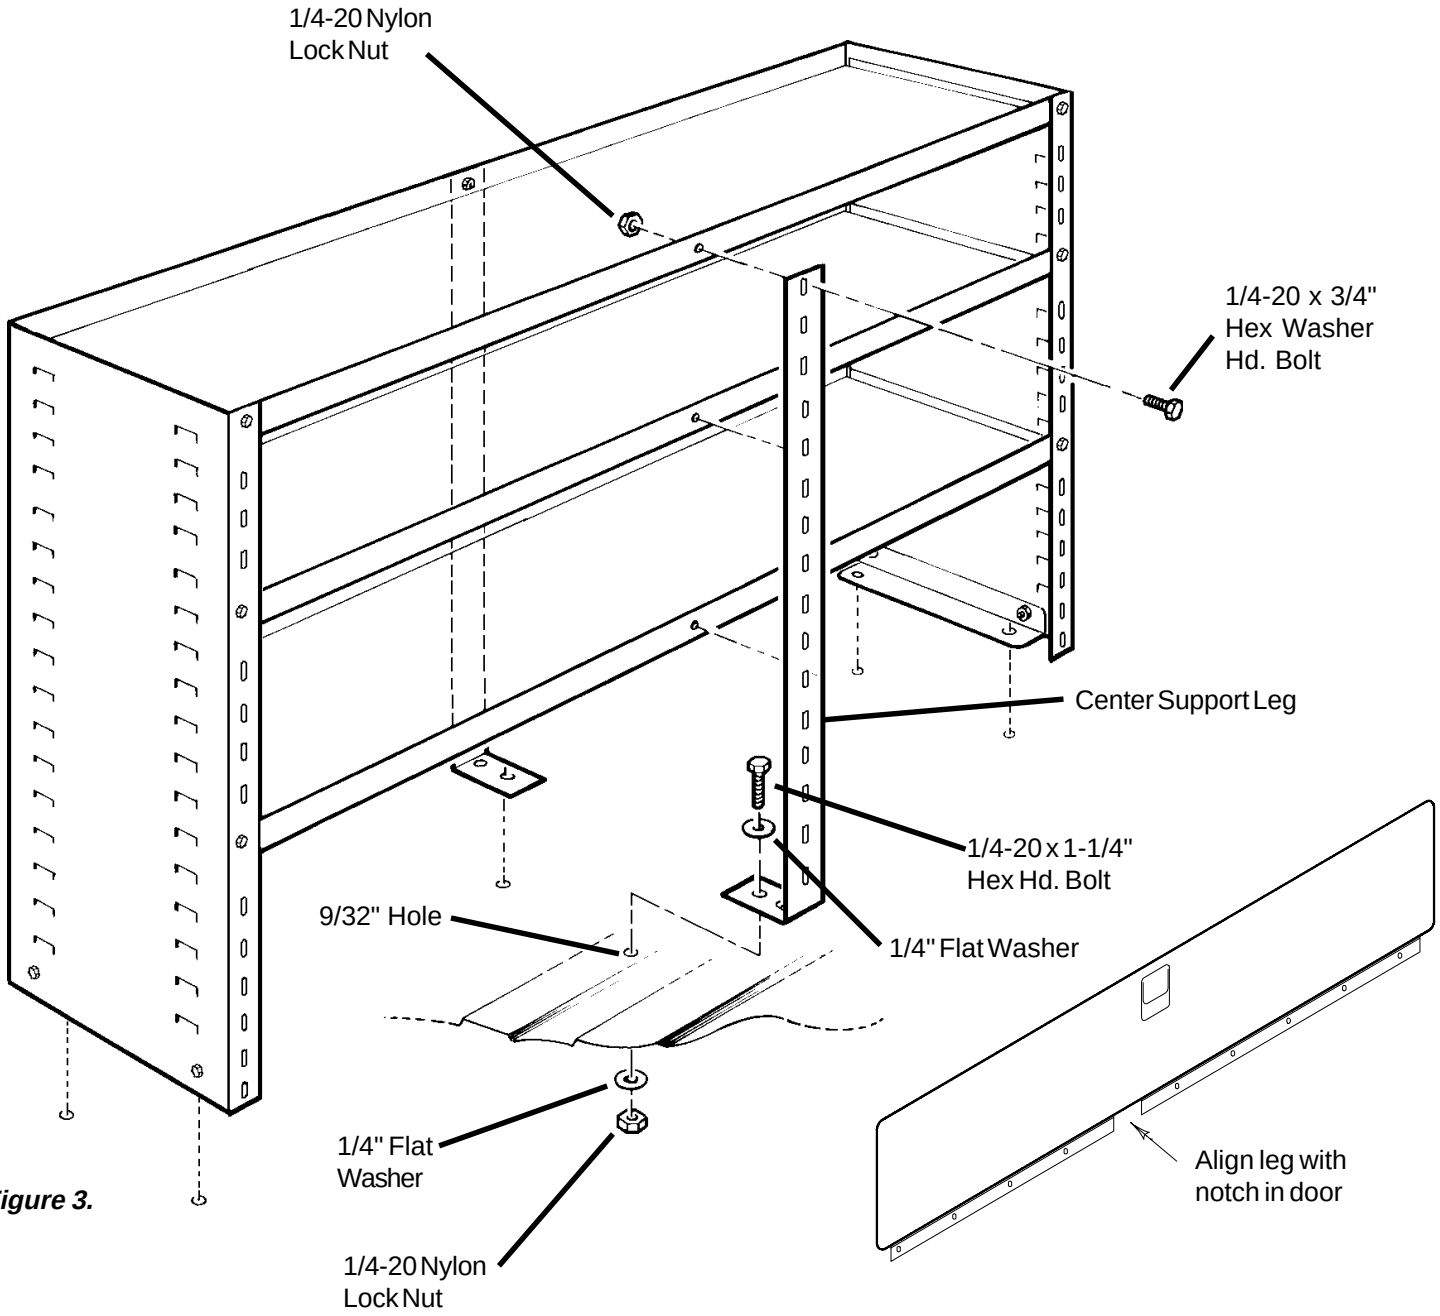

Figure 3.
11. 60" & 69" SHELF UNITS: Center Support Legs have been added to these units to strengthen these shelves because of their length. Fasten the Support Leg in the center of the shelves (See *Figure 3)*.
NOTE: If installing doors on these units, the support leg will need to be installed off-center on the shelf (*see Figure 3*). Positioning of the support leg can easily be found by holding the door in position on the shelf. The notched out area of the hinge is where to locate the support leg. (Proceed to Step 3.)